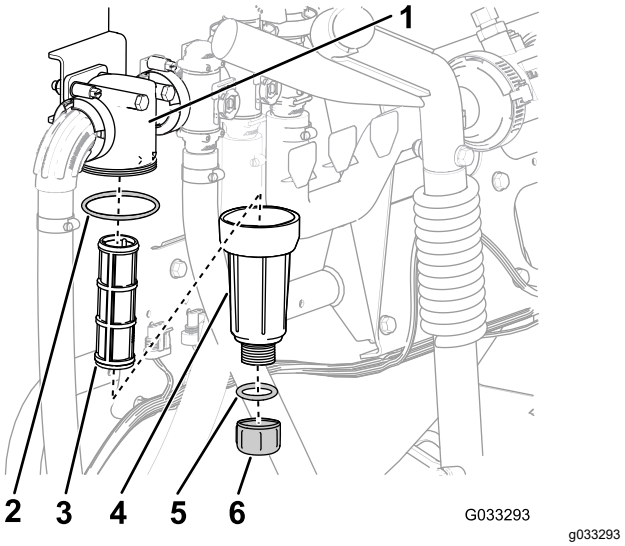

Figura 61
2. Posicione uma bandeja de drenagem embaixo do filtro de pressão (Figura 61).
3. Gire o bujão de drenagem no sentido anti-horário e remova-o do copo do filtro de pressão (Figura 61).
4. Gire o copo no sentido anti-horário e remova da cabeça do filtro (Figura 61).
5. Remova o elemento do filtro de pressão antigo (Figura 61).
6. Verifique o anel "O-ring" do bujão de drenagem (localizado dentro do copo) e o anel "O-ring" do copo (localizado dentro da cabeça do filtro) quanto a danos e desgaste (Figura 61).
7. Instale o novo elemento do filtro de pressão na cabeça do filtro (Figura 61).
8. Instale o copo na cabeça do filtro e aperte manualmente (Figura 61).
9. Instale o plugue no copo e aperte manualmente (Figura 61).